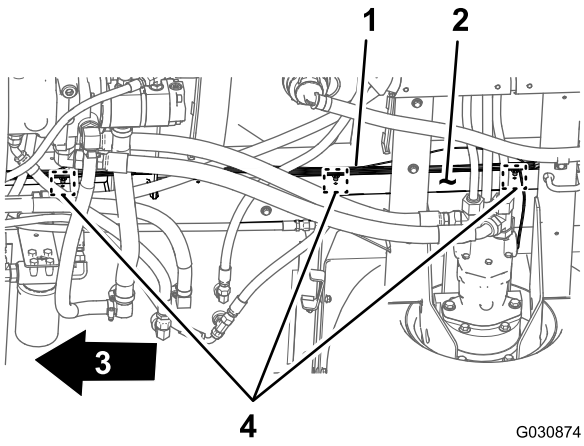

Figuur 103
3. Leid de aftakking van 168 cm van de elektrische kabelboom naar voren langs de rechterframebuis (Figuur 103).
4. Steek de 3 druknagels van de aftakking van 168 cm van de achterste kabelboom in de openingen in de rechterframebuis (Figuur 103), waar u de druknagels van de oude achterste kabelboom verwijderd hebt; zie stap 3 in De voorste en achterste kabelbomen loskoppelen (bladz. 10).